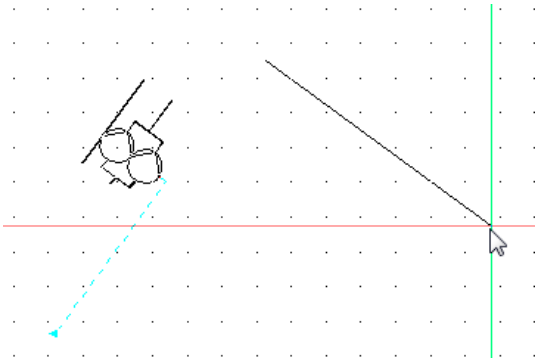

Bild 27.3 – Einfügen eines Blocks mit Definition des Drehwinkels
- *X1,Y1,Z1,<=def:* Der Block wird mit Standard-Skalierung eingefügt, doch wird nach der Positionierung der Drehwinkel abgefragt. Sie können diesen entweder mit der Maus (*Ortho* abschalten!) oder per Tastatur definieren (Abb. 27.3).